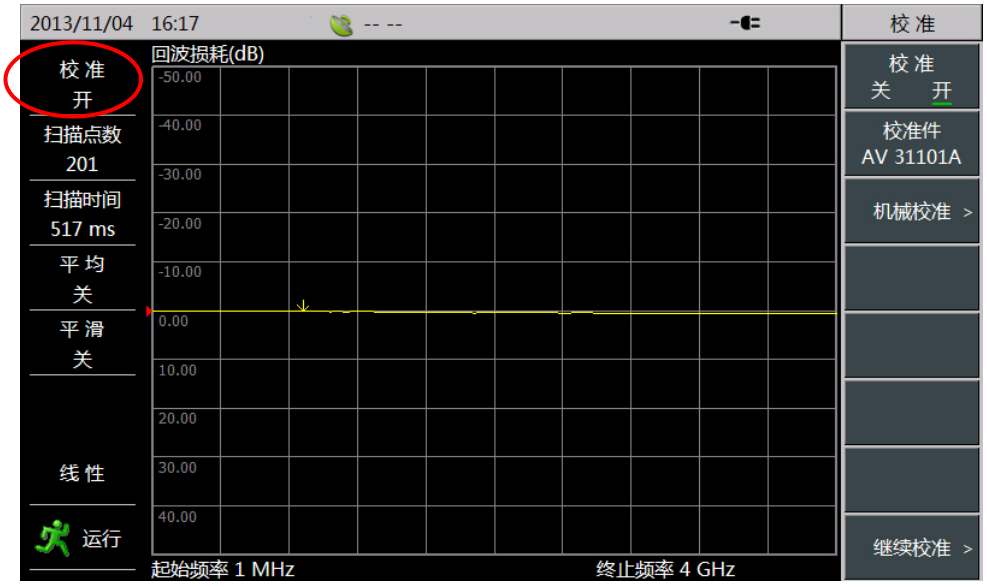

图 5.10　校准开关打开
6) 校准完成后，在左侧信息显示区顶部和菜单栏顶部均显示“校准 开”。如图 5.10 所示。在端口连接负载，观察屏幕显示曲线，如果在 42dB 以下（回波损耗测量格式），说明校准操作正确。从端口移除负载后，连接被测件，对被测件的进行测量。